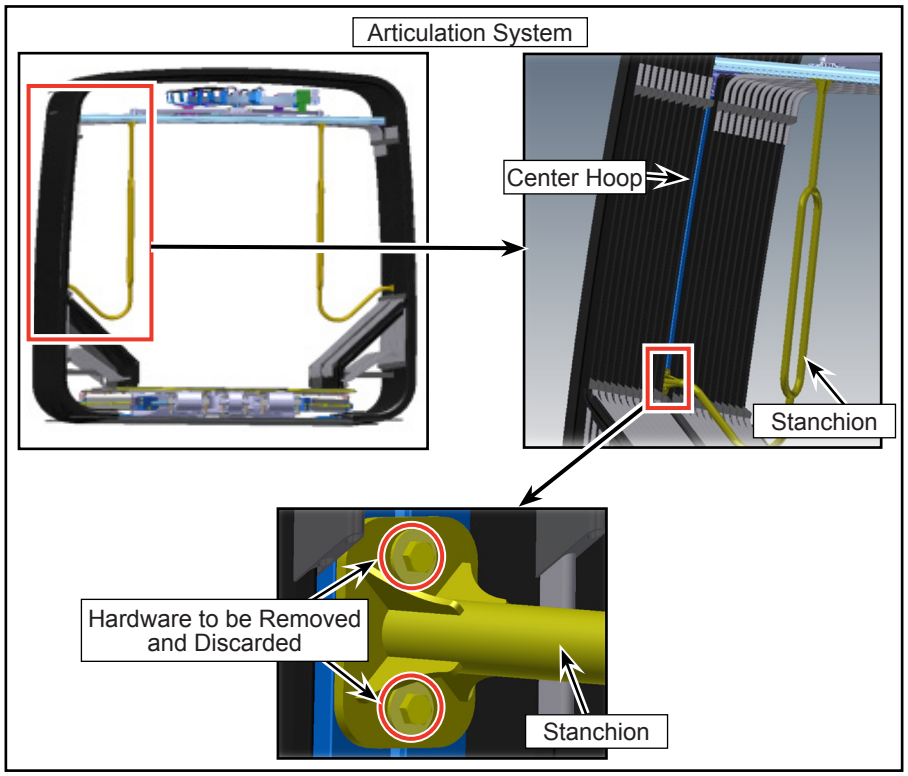

Figure 3 - Removal of Stanchion
1.4. Remove the existing stanchion fixed to the center hoop of the articulation. Discard the stanchion, bolts and washers (see Figure 3).